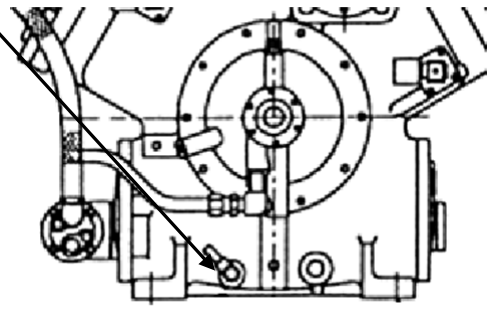

Fig. 4-2 Oil Supply and Discharge Valve
a) Attach the charge hose to the oil supply and discharge valve shown in Figure 4-2, and put the end of the hose into the can of new oil. Then, slightly open the valve to purge the air inside the hose using the gas pressure in the compressor.